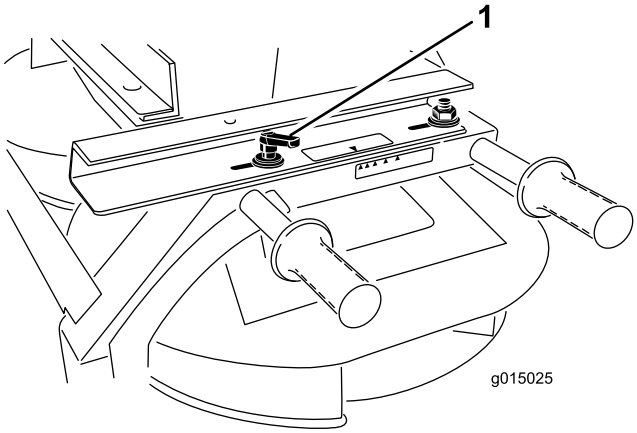

**Figur 32**
1. Løsn håndtaget på hver side af den dobbelte spinder (Figur 32).